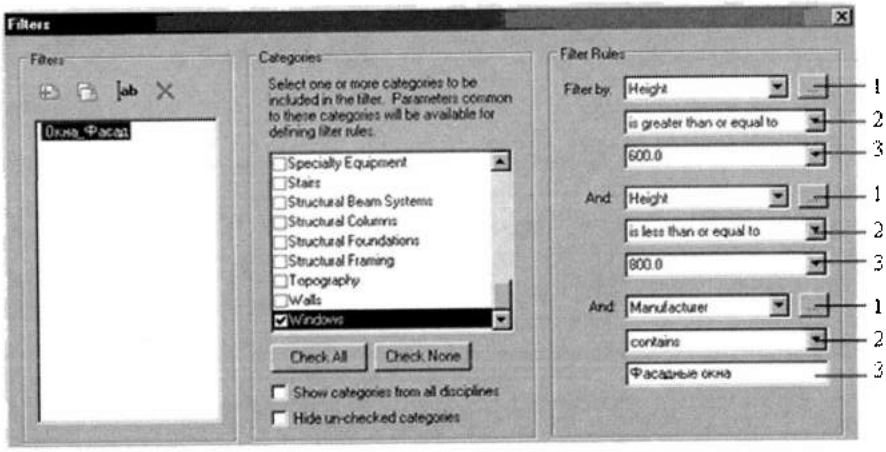

Рис. 4.21. *Управление фильтрами и их настройка*
2. На вкладке **Filters** кнопкой **Edit/New** (Изменить/Создать) открыть бокс **Filters** (рис. 4.21).
Фильтр «Окна_Фасад», показанный на рис. 4.21, настроен на логическую функцию: